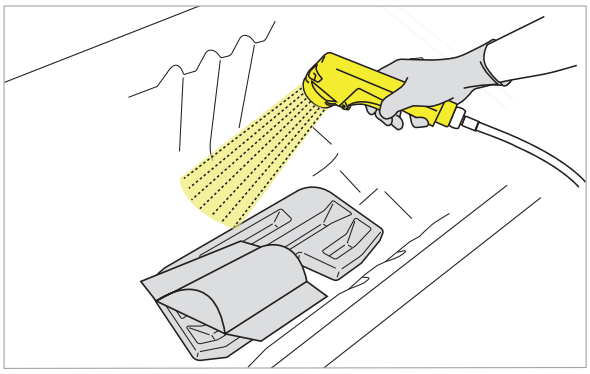

Abbildung 75
28. Besprühen Sie alle Innenflächen der Badewanne und das Zubehör auf dem Boden der Wanne mit Desinfektionsmittel. Drehen Sie das Zubehör herum und besprühen Sie es auch auf der anderen Seite. Achten Sie auf Teile, Knäufe und Sensoren, die auf der Wannenoberfläche angebracht sind, z. B. Ablauföffnungsknauf und Griffe. Siehe Abbildung 75.